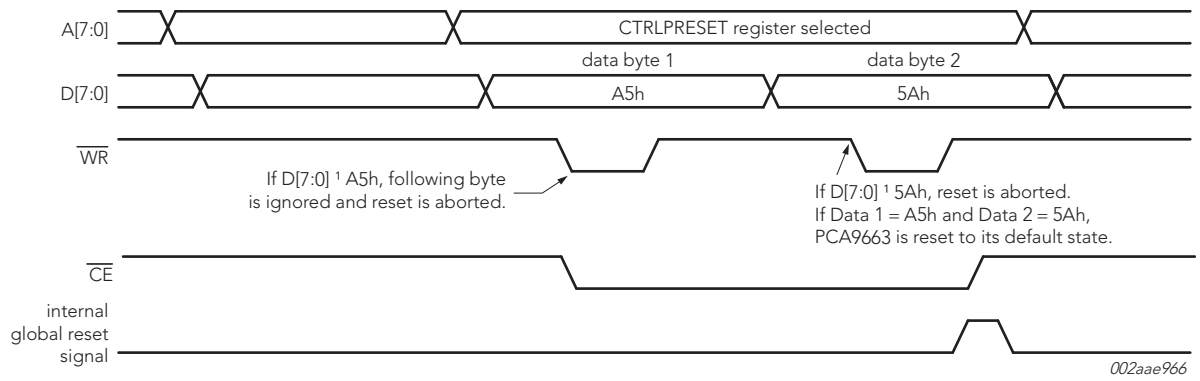

図 12.　パラレルソフトウェアリセットシーケンス
- パラレルソフトウェアリセットシーケンスを使用する（図 12 を参照）。ホストはバスコントローラへの連続する 2 つのパラレルバス書込みを通じ、ターゲットチャネルの CTRLPRESET レジスタに書き込まなければなりません。最初のバイトは「A5h」、次のバイトは「5Ah」です。